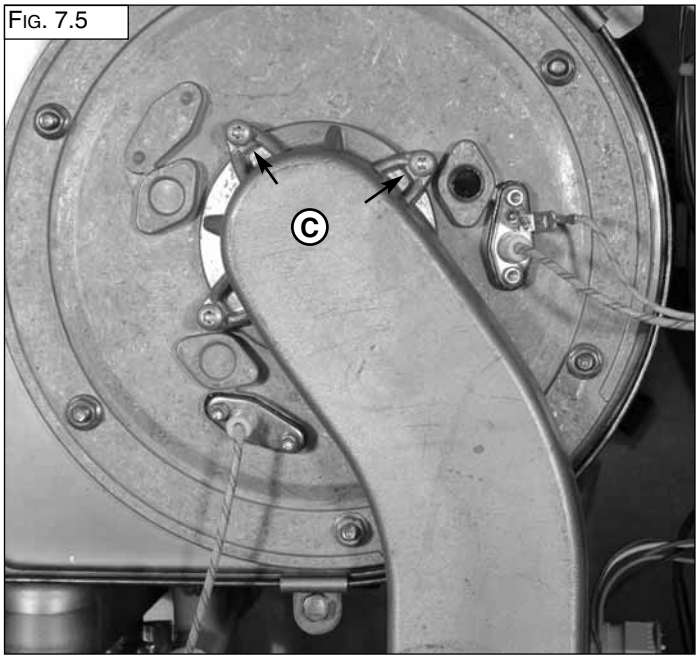

FIG. 7.5
1. Remove the three torx screws **"C"** (FIG. 7.5);